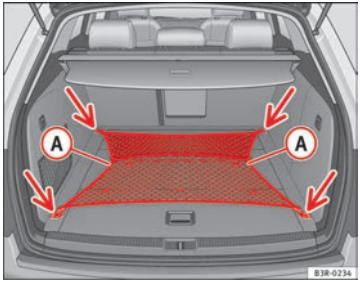

Fig. 118 Stretched luggage net
– Secure the luggage net to the four fastening rings -arrows- ⇒ fig. 118.